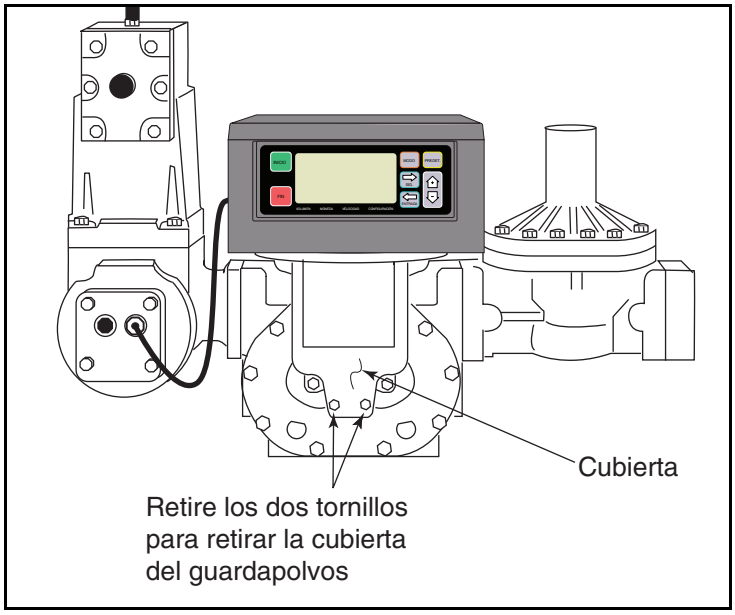
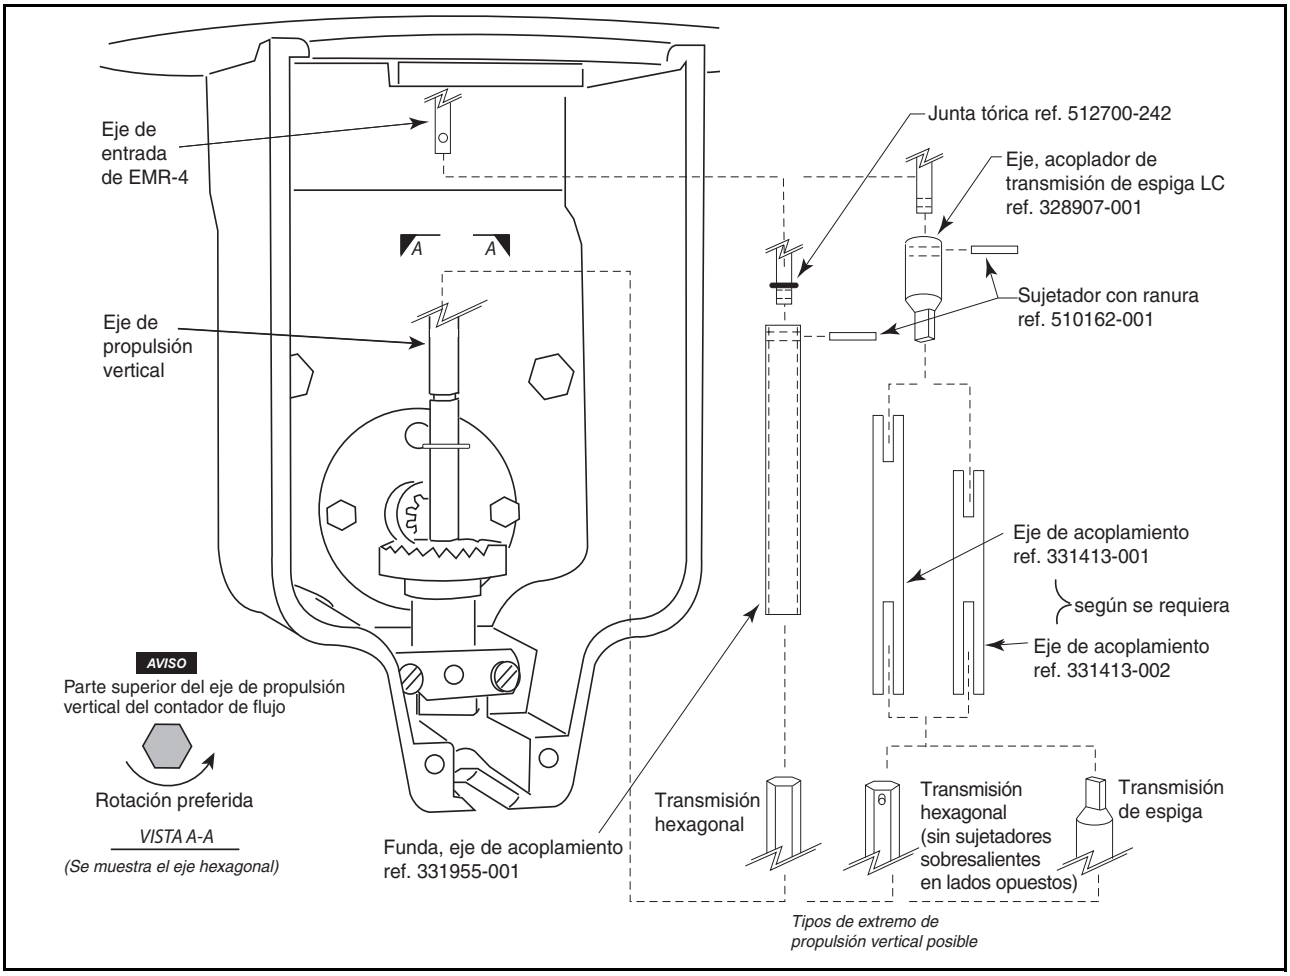

Figura 2. Desinstalación de la placa del guardapolvos del ajustador
Figura 3. Instalación del acoplamiento del adaptador del codificador del contador
2. Haga funcionar el contador de flujo y verifique que el eje de propulsión vertical del contador de flujo (Figura 3) esté rotando hacia la izquierda. Si no es el caso, haga todos los ajustes mecánicos necesarios para asegurarse de que el eje de propulsión gire hacia la izquierda.
3. Retire la placa del guardapolvos del frente del contador (Figura 2). Retire el ajustador existente y el eje de acoplamiento. Observe el tipo de eje de propulsión vertical en el contador (Figura 3).